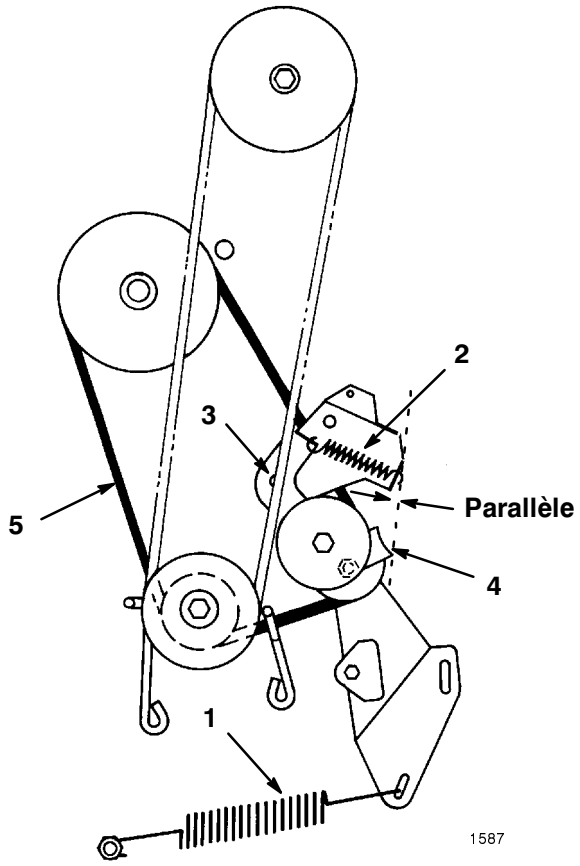

Figure 25
7. Décrocher le grand ressort de traction de sa vis de fixation (Fig. 25). Faire attention car le ressort est fortement tendu.
8. Décrocher le ressort de tendeur du bras de tendeur (Fig. 25).
9. Retirer l'écrou et la rondelle de fixation du bras de tendeur au châssis, et déposer le bras de tendeur (Fig. 25).
10. Desserrer l'écrou sur la poulie pour pouvoir retirer le guide-courroie (Fig. 25), et retirer la courroie de toutes les poulies.
Remarque : En remontant le guide-courroie sur le galet tendeur, s'assurer que le bord du guide-courroie soit parallèle au châssis, comme illustré à la figure 25.